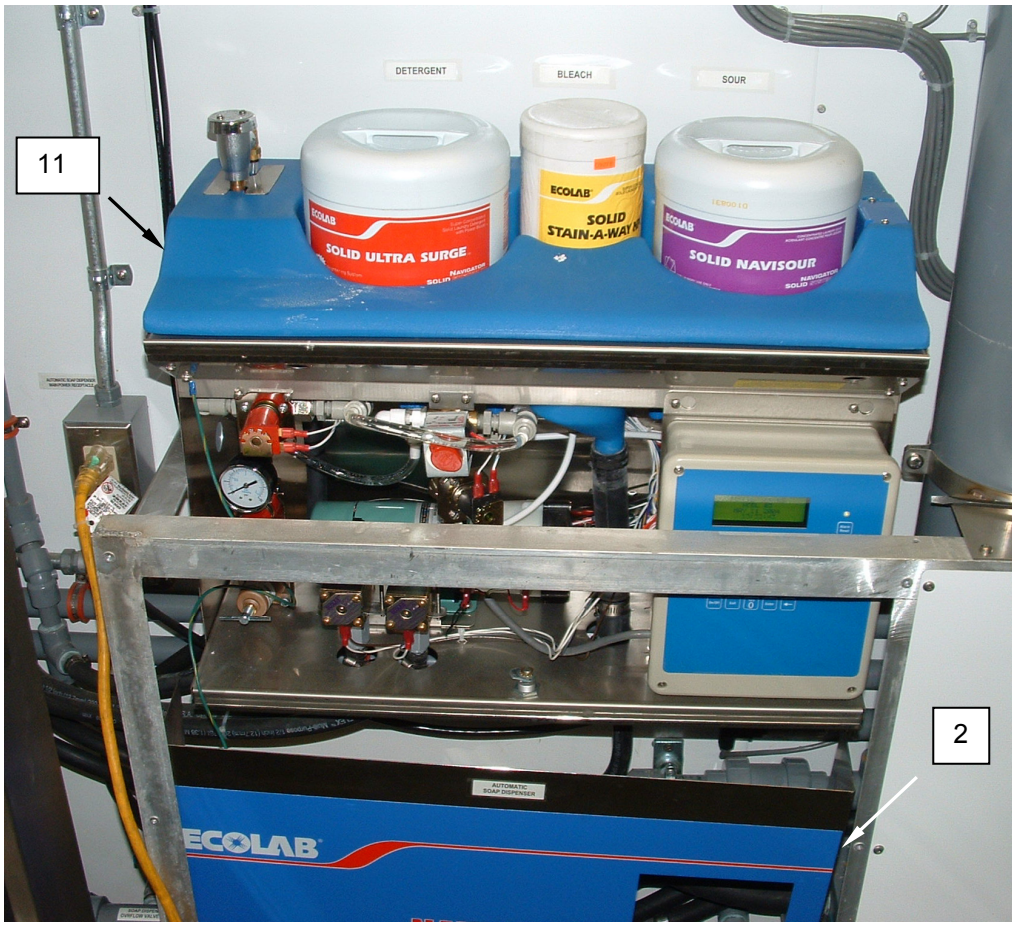

Figure 11. Replace the Automatic Soap Dispenser.
11. Unlatch key lock and remove cover **(Figure 11, Item 3)** from replacement automatic soap dispenser.
12. Install replacement automatic soap dispenser **(Figure 11, Item 11)**, and retain with fasteners.
13. Connect hoses and cables as tagged to replacement automatic soap dispenser **(Figure 11, Item 11)**. Retain with wire ties as necessary.
14. Install cover **(Figure 11, Item 2)** and latch key lock.